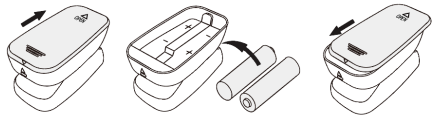

Figura 3. Instalação das pilhas
Passo 1. Consulte a figura 3 e insira as duas pilhas de tamanho AAA adequadamente na direção certa.